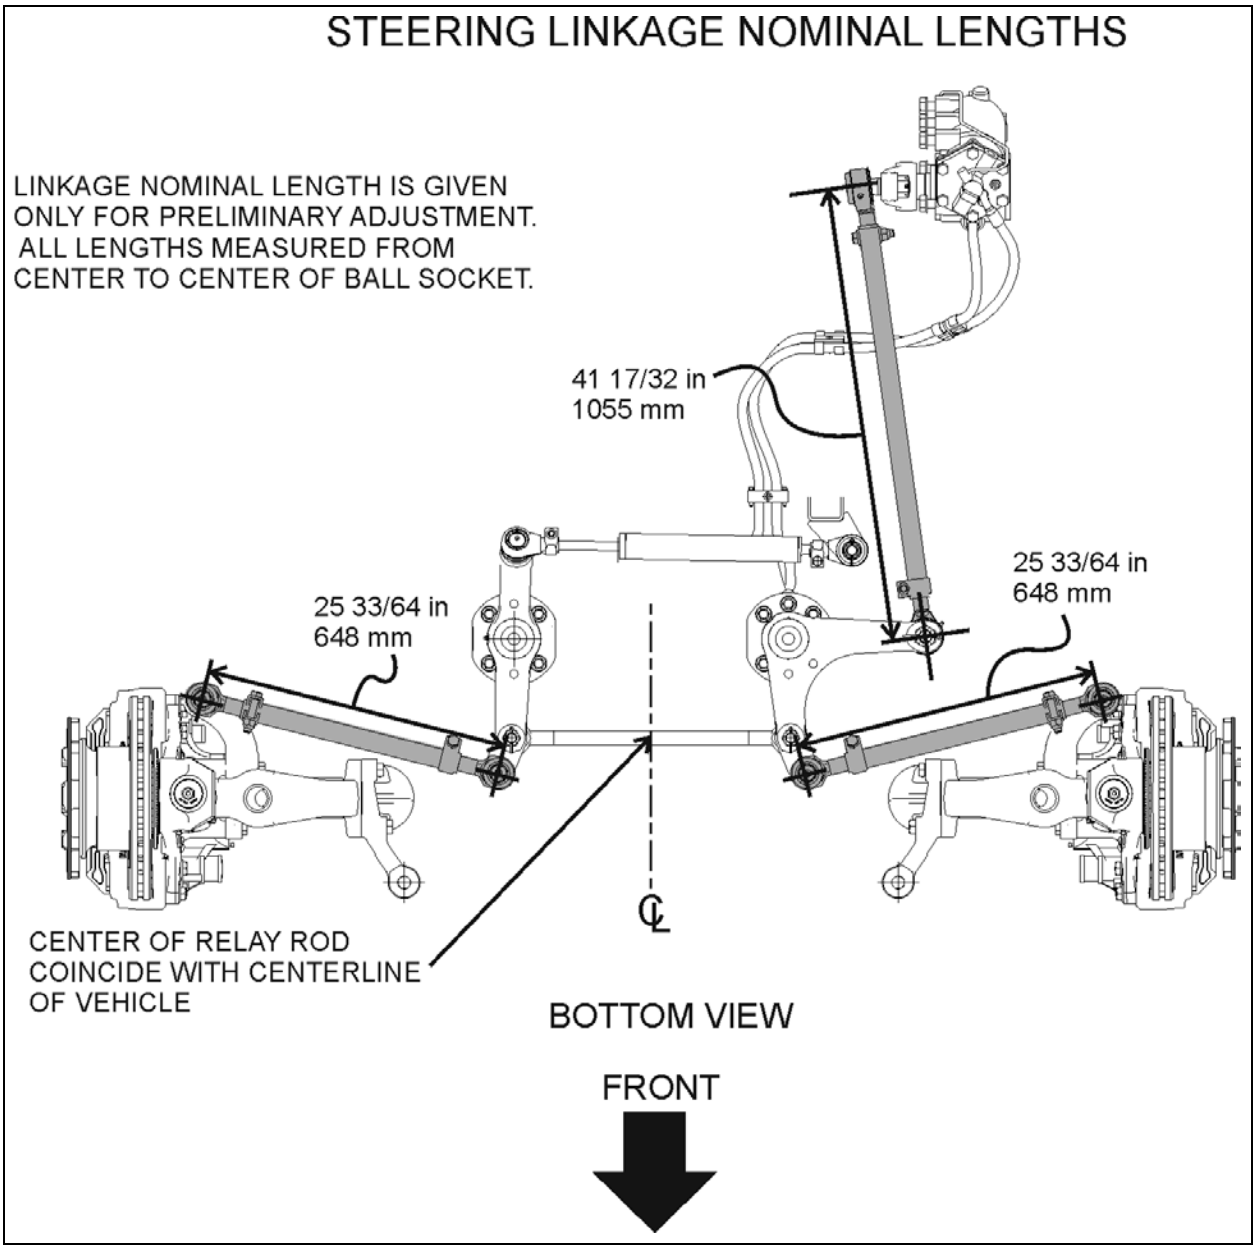

FIGURE 19: STEERING LINKAGE NOMINAL LENGTHS 16202
7. Check if the length of the torque rod is 21 17/64" (540 mm) (FIGURE 19). Check if the length of the relay rod is 23 19/64" (592 mm).